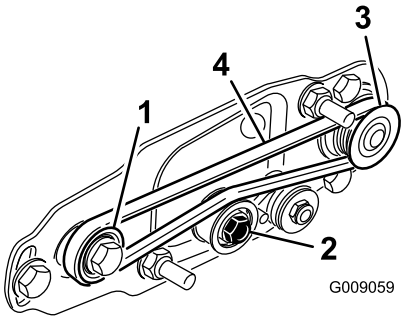

Bild 16
- Verlegen Sie den Riemen um die **Antriebsscheibe** und dann über die Oberseite der Spannscheibe (Bild 16).
- Verlegen Sie den Riemen von der **Antriebsscheibe** ausgehend (Bild 16).